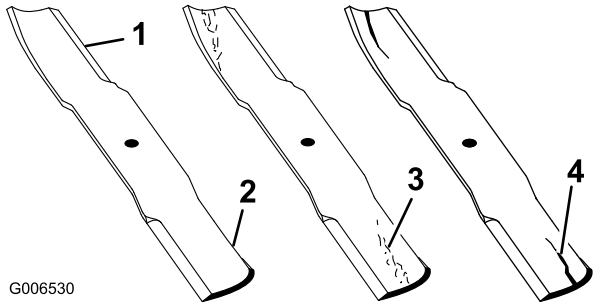

Figur 44
1. Kontrollera eggarna (Figur 44). Ta bort knivarna och slipa dem om eggarna är slöa eller har fått hack; se Slipa knivarna.
2. Kontrollera knivarna, speciellt den böjda delen (Figur 44). Montera omedelbart en ny kniv om du upptäcker skador, slitage eller om ett spår har bildats i detta område (del 3 i Figur 44).